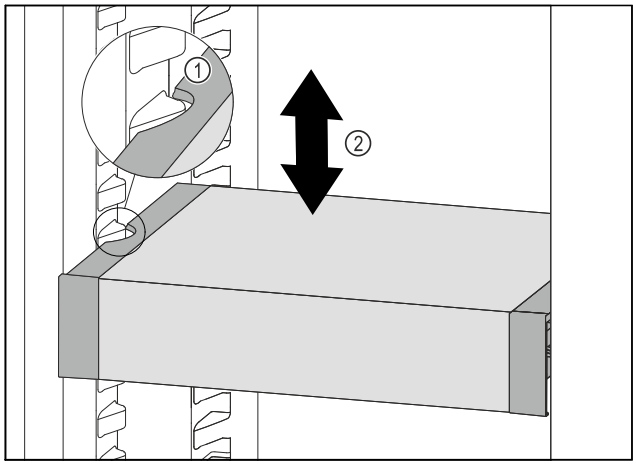

Fig. 120
▶ VarioSafe nach vorne ziehen, bis sich die seitlichen Aussparungen des VarioSafes auf Höhe der Behälterrippe im Kühlteil befinden. *Fig. 120 (1)*
▶ VarioSafe im Kühlteil nach oben oder unten bewegen, bis gewünschte Höhe erreicht ist. *Fig. 120 (2)*